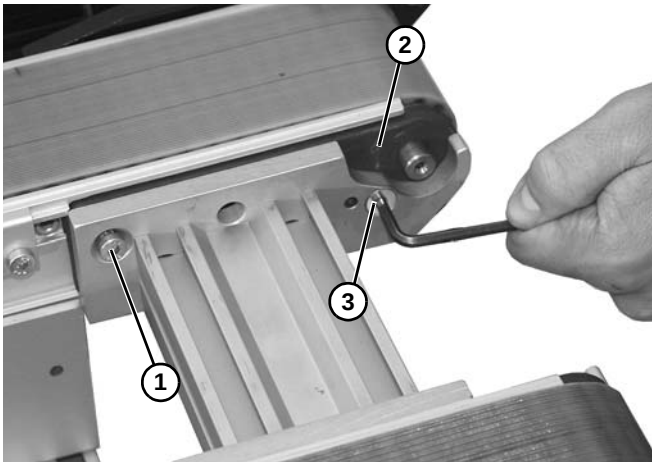

Abbildung 26
2. Schraube **(Abbildung 26, Teil 1)** auf Spindelplatte **(Abbildung 26, Teil 2)** einbauen.
3. Schraube **(Abbildung 26, Teil 3)** einbauen, um die Vorderseite der Platte sicher zu befestigen. Auf gegenüberliegender Seite wiederholen.